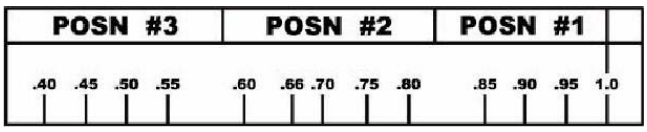

FIG. 8: Pump Ratio Indicator Labels
d. Use label on the pump drive link (AE) to identify the correct position of the pump that needs to be adjusted. See FIG. 8.
e. Remove base pin (BP) from frame (AN) if the base of the pump needs to be moved. See FIG. 8.
f. Loosen ratio lock handle (AL) over the pump that needs adjustment. Use a soft mallet to loosen ratio lock handle if necessary. Turn ratio adjustment wheel (AM) until the mark on the pump adapter block (AF) lines up with the correct position on the ratio indicator label on the pump drive link (AE).
g. Reinstall base pin (BP) if it was removed. Ensure bottom of pump is in correct position. See FIG. 8.
For highest volume of material: Ensure pump has longest stroke length. Set the pump with more flow closest to hydraulic pump (AC) or at 1.0 to achieve maximum flowrates. See FIG. 8.